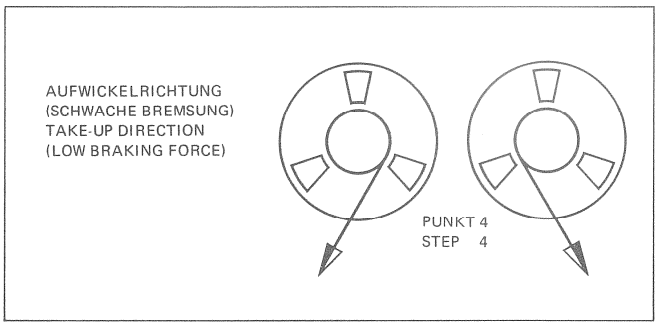

Fig.3.4
4. **Bremszug- Einstellung in Aufwickel- Richtung** (schwache Bremsung): -> Fig.3.4